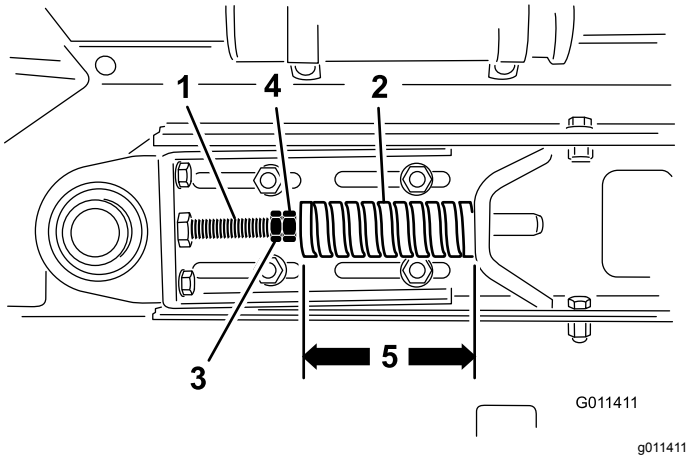

Figuur 26
1. Zet de borgmoeren los en stel de moeren van de spanstang (Figuur 26) af om de gewenste spanning te verkrijgen.